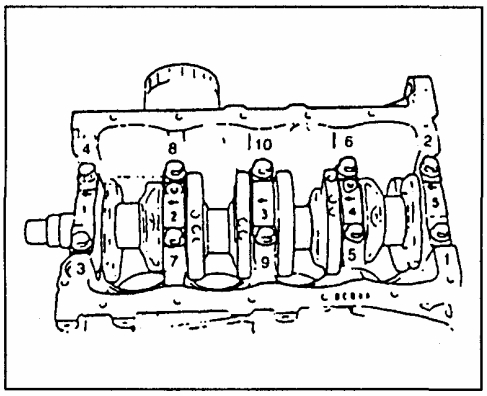

Рис. 148
9) Выверните болты крышек коренных подшипников (в порядке, показанном на рисунке (Рис. 148)) и снимите крышки.